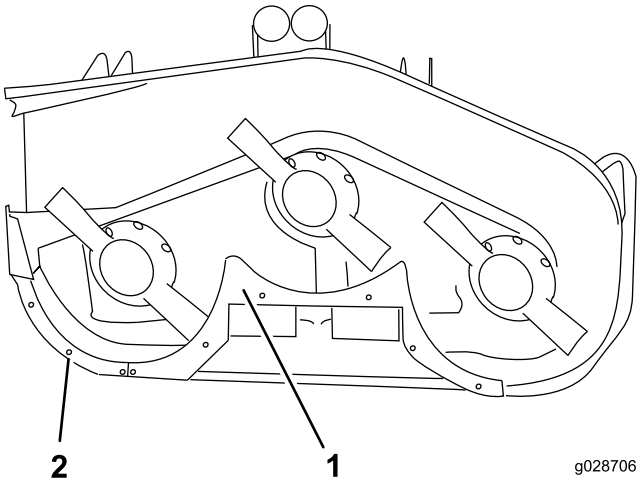

Bild 10
8. Positionieren Sie die hintere Schutzvorrichtung auf dem Mähwerk (Bild 10).
10. Befestigen Sie die hintere Schutzvorrichtung mit vier Kopfschrauben (3/8–16" x 1") und vier Sicherungsscheiben am Mähwerk (Bild 10).
12. Befestigen Sie das Ablenkblech mit zwei Kopfschrauben (1/4-20" x 3/4") und zwei Sicherungsmuttern am Mähwerk (Bild 10).
13. Fluchten Sie die rechte Schutzvorrichtung mit dem Ende des mittleren Ablenkblechs und der Kante des Mähwerks aus (Bild 10).